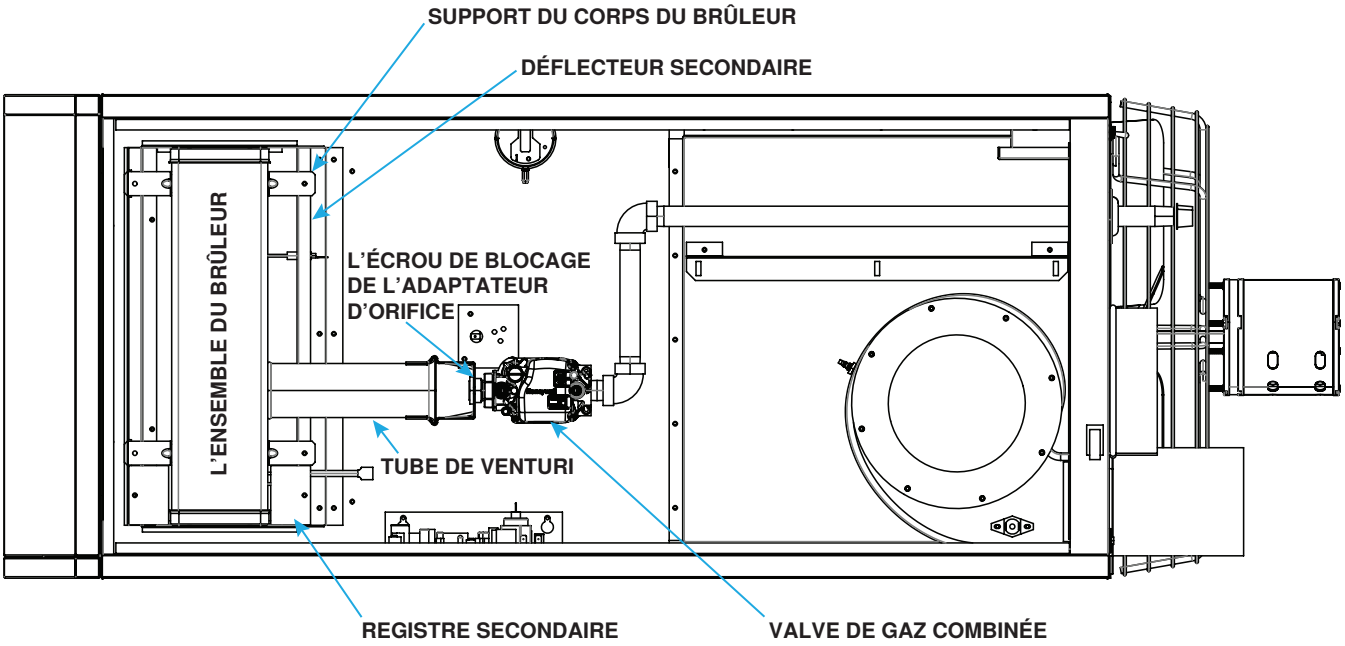

**Figure 30. Compartiment du brûleur (tailles d'unité 130–310)**
Inspectez visuellement le compartiment du brûleur (voir **Figure 30**). S'il y a une accumulation de saleté, de poussière ou de charpie, nettoyez le compartiment, puis démontez et nettoyez le brûleur comme suit :
2. Démontez l'ensemble du brûleur (voir **Figure 30**) :
(1) Retirez les quatre vis qui fixent le capuchon d'extrémité au boîtier du brûleur.
(2) Frappez délicatement le capuchon d'extrémité pour l'enlever.
5. Réinstallez l'ensemble du brûleur (voir **Figure 30**) :